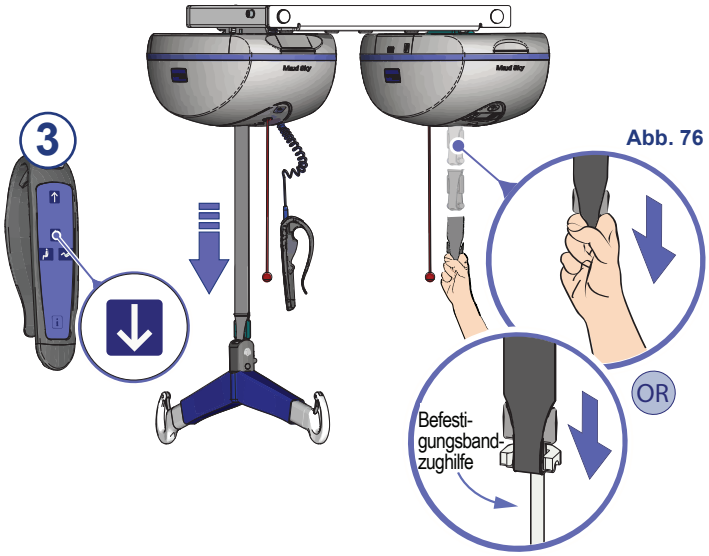

Abb. 76
2) Befolgen Sie die in Abb. 76 gezeigten Schritte, um den *Maxi Sky* 2 Plus im Doppel-Modus einzustellen.